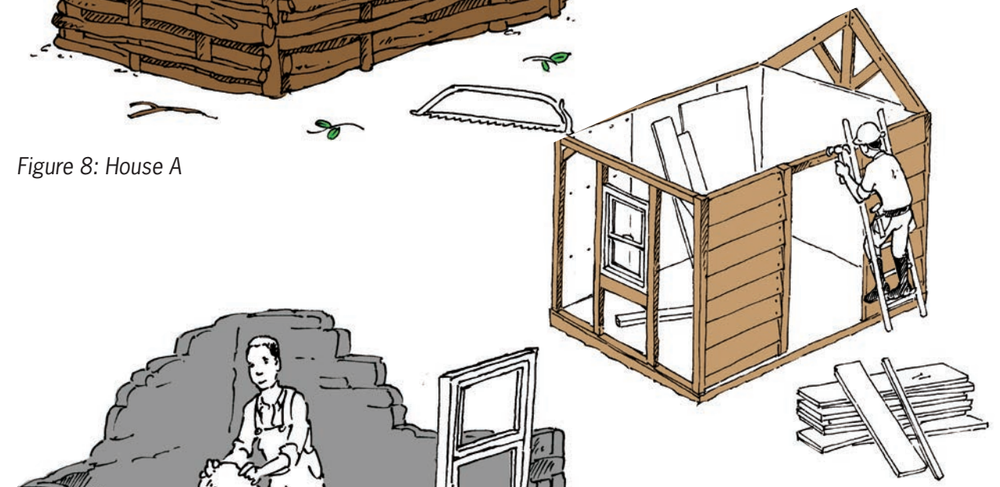

Figure 9: House B
2. (a) What material is being used to build the house in Figure 9?
(c) What tools are being used by the people building the house in Figure 9?